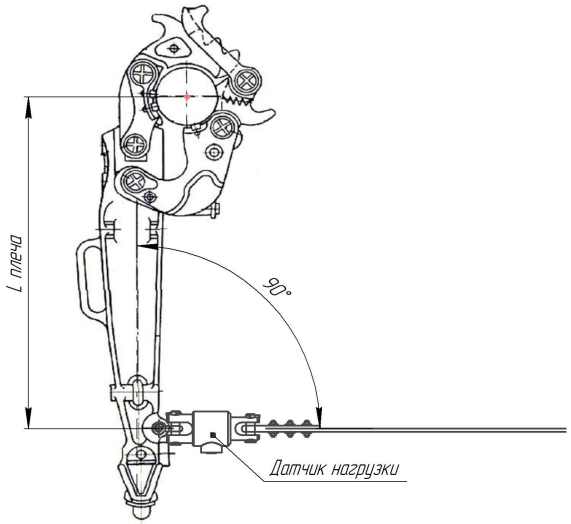

Рисунок 5. Схема установки ДН-130В
нагрузки ДН130В монтируется в месте крепления удерживающего каната или реактивной тяги так, чтобы кабель не был подвержен механическим нагрузкам (см. рисунок 5,6). Тело датчика рекомендуем повернуть разъемом вниз для исключения повреждений. Вся система должна по возможности образовывать прямой угол между осью ключа и осью удерживающего устройства, что позволит использовать показания датчика без учета синуса угла.
- Закрепить датчик в месте крепления удерживающего каната (на уровне с подвесным ключом) (см. рисунок 5,6);